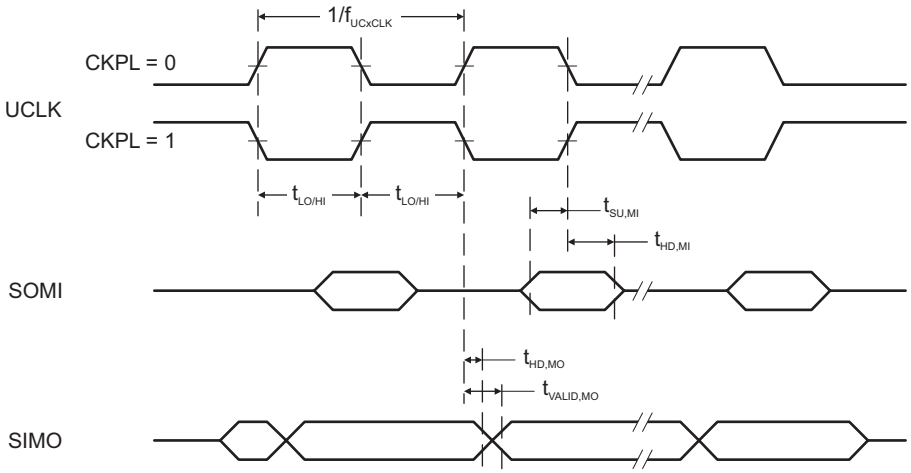
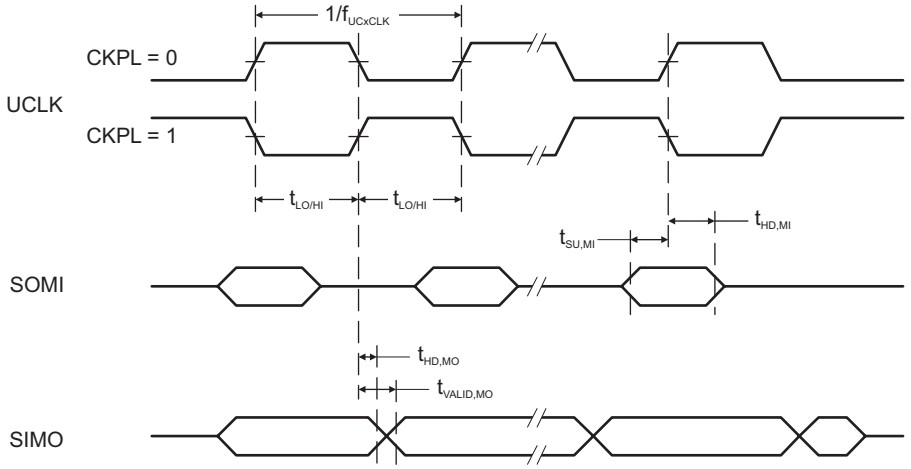

Figure 5-16. SPI Master Mode, CKPH = 0
Figure 5-17. SPI Master Mode, CKPH = 1
over recommended ranges of supply voltage and operating free-air temperature (unless otherwise noted) (1) (see Figure 5-16 and Figure 5-17)
(2) Specifies the time to drive the next valid data to the SIMO output after the output changing UCLK clock edge. See the timing diagrams in Figure 5-16 and Figure 5-17.
(3) Specifies how long data on the SIMO output is valid after the output changing UCLK clock edge. Negative values indicate that the data on the SIMO output can become invalid before the output changing clock edge observed on UCLK. See the timing diagrams in Figure 5-16 and Figure 5-17.